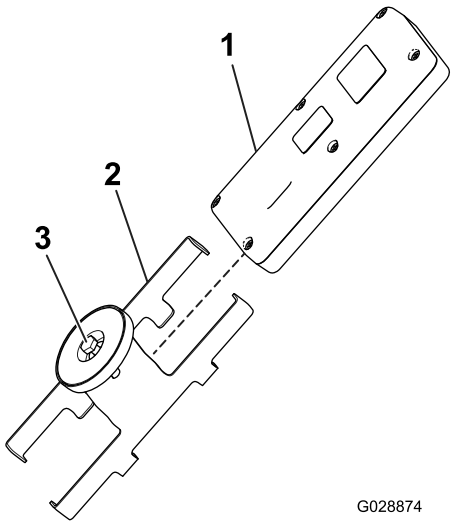

Rysunek 37
1. Poluzuj śrubę w magnesie uchwytu magnetycznego (Rysunek 37).
2. Rozsuń połówki uchwytu i wyjmij pilot z uchwytu (Rysunek 37).
8. Załóż pilot zdalnego sterowania na uchwyt magnetyczny, dosuń połówki do siebie, aby zamocować pilota, a następnie dokręć śrubę w magnesie (Rysunek 37).